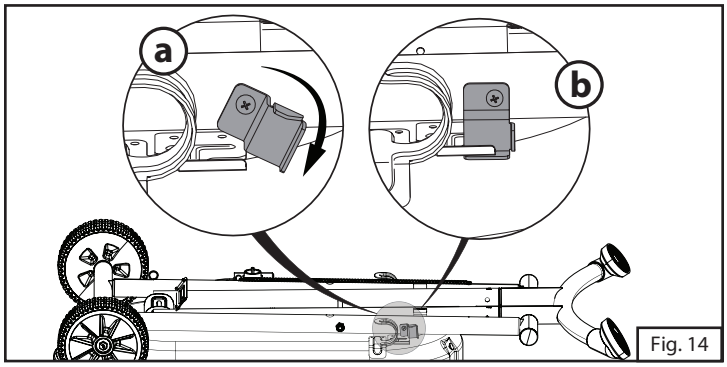

Fig. 14
15. Faire tourner le verrou de la patte en sens horaire dans la rainure afin de bloquer les pattes. (Fig. 14)